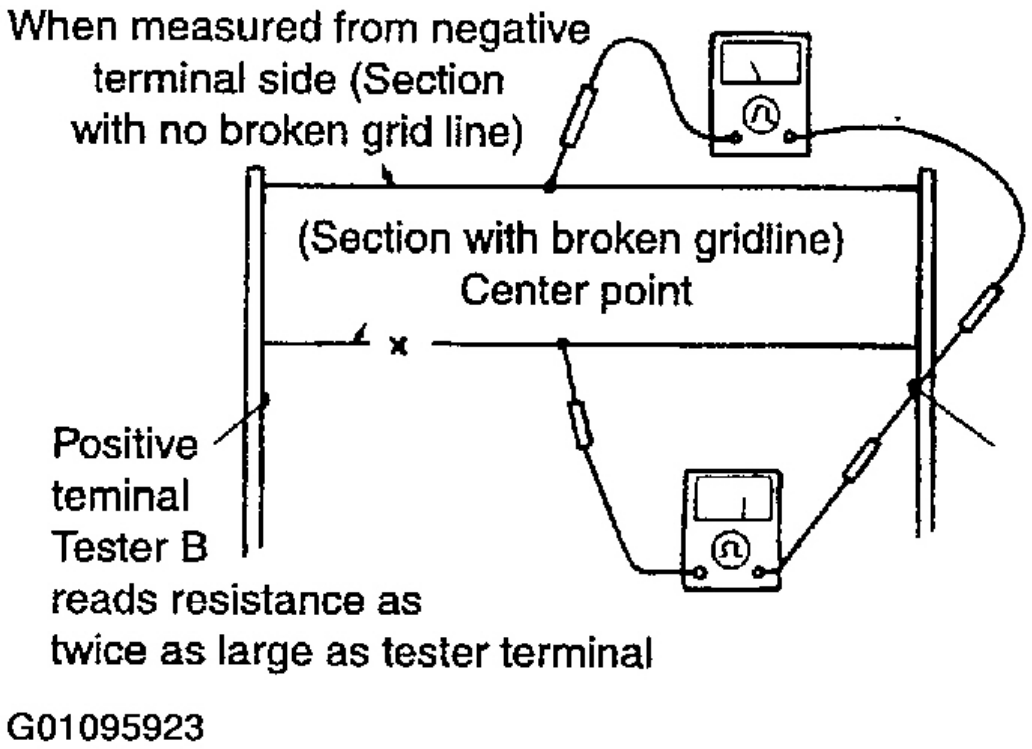

Fig. 6: Medición de la rejilla Resistencia Line
1. Aflojar pivote perno "A", la tuerca de seguridad "B", y la tuerca de soporte en "C". Ver **Fig. 6** .
2. Girar el perno de ajuste "D" para ajustar la tensión de la correa a la deflexión especificado. Ver **Fig. 6** . Ver **CINTURÓN AJUSTE** mesa.